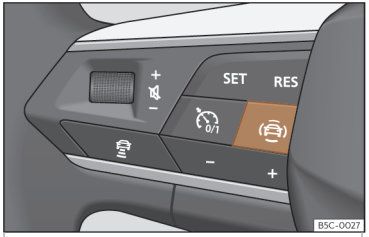

Fig. 66 Lato sinistro del volante multifunzione: chiave per i sistemi di assistenza alla guida (a seconda delle versioni).
• Premere il tasto >>> fig. 66 per aprire il menu **Assistenti**.